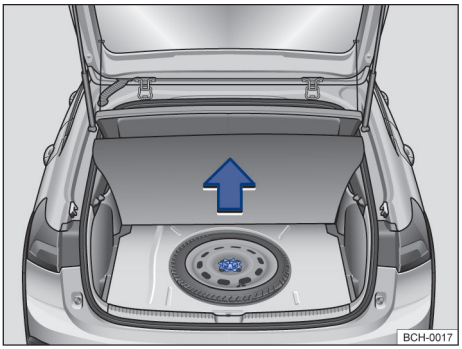

Fig. 155 No compartimento de bagagem, sob o revestimento de assoalho: roda de emergência e ferramentas de bordo.
As ferramentas de bordo e a roda de emergência estão localizadas no compartimento de bagagem, sob o revestimento do assoalho → Fig. 155.
– Levantar o revestimento do compartimento de bagagem → Fig. 155.